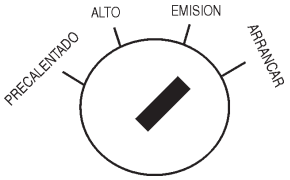

**Figura 47. Interruptor de ignición del motor**
10. Gire la llave de arranque a la posición de "**ARRANCAR**" (Figura 47) y escuche el motor al acelerar. Después de que el motor arranque quite la llave de ignición.